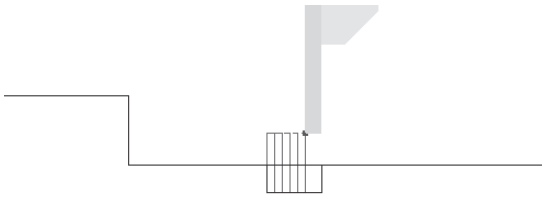

Figure 7-50 *Rough Groove toolpath generated*
9. You are prompted to digitise the cut direction. Right-click to accept the direction; the rough side groove toolpath is generated, as shown in Figure 7-50. You may have to reverse the value in the **Start** and **End** edit boxes in the **Profile Extension** area if the display of the toolpath in your case is reversed.